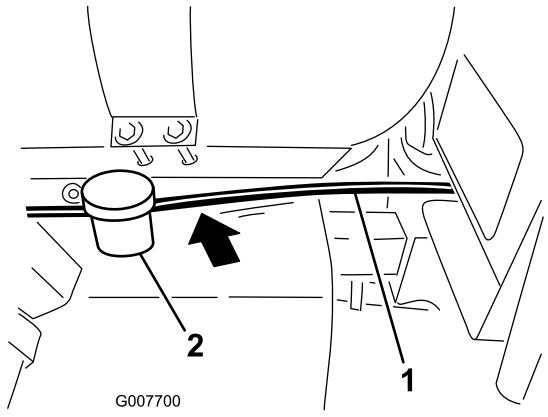

图10
2. 将软管向前伸出泡沫标记组件支架，穿过药缸下面和油箱后面，与现有接线一起布置在座椅箱下面的区域（图10）。